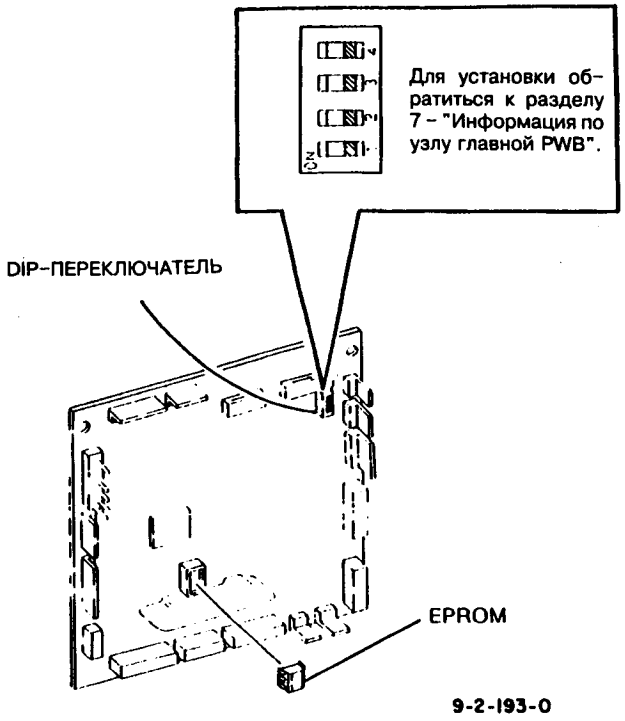

Рис.4 DIP-переключатель.
4. (Рис.4) Установить DIP-переключатель для размера бумаги (обратиться к разделу 7 - "Информация по узлу главной PWB").
3. (Рис.4) Снять с новой главной PWB установленное на ней постоянное запоминающее устройство EPROM.
4. (Рис.4) Установить постоянное запоминающее устройство EPROM, снятое со старой главной PWB.
5. (Рис.4) Установить DIP-переключатель для размера бумаги (обратиться к разделу 7 - "Информация по узлу главной PWB").
(Рис.4)